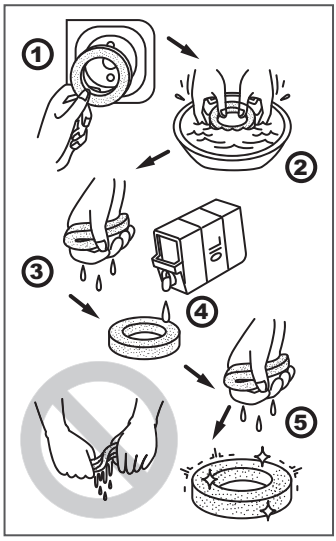

Рис. 5 Обслуживание поролонового фильтрующего элемента
4. При незначительном загрязнении промойте поролоновый фильтрующий элемент 4 теплым мыльным раствором и просушите (Рис. 5). Смочите специальным или чистым моторным маслом, после чего отожмите излишки масла.